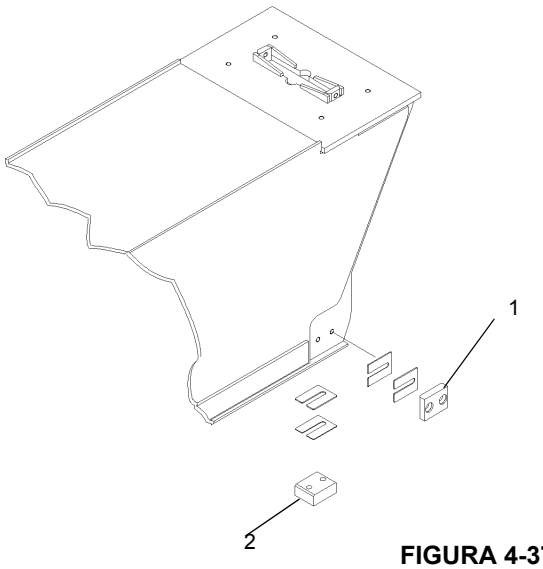

FIGURA 4-37
2. Instale las almohadillas de desgaste laterales traseras inferiores (Figura 4-37, 1) y suplementos en la sección de extremo con dos tornillos en cada una.
3. Instale la almohadilla de desgaste trasera inferior (Figura 4-37, 2) en la sección de extremo con dos tornillos.